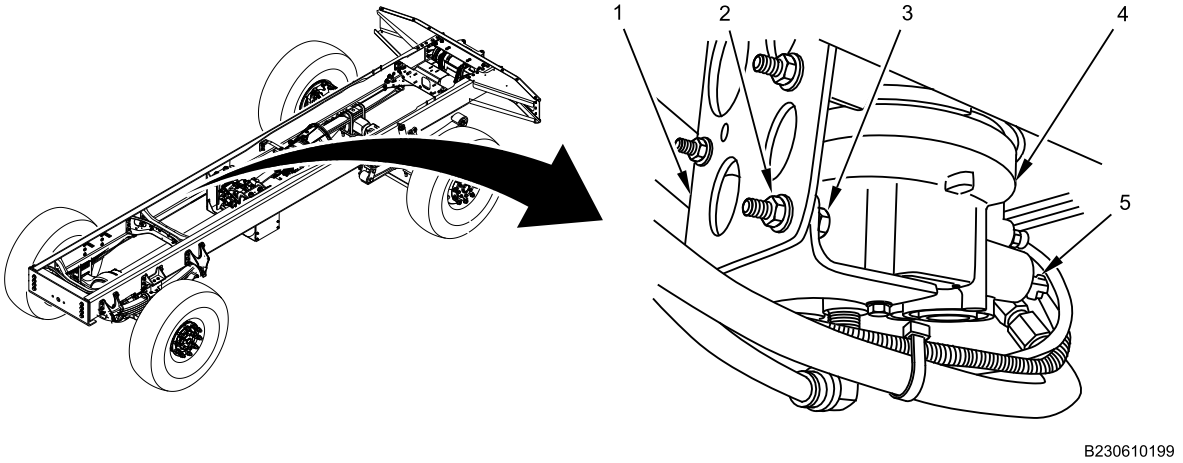

Figure 1. Air Dryer Connector.
1. Disconnect two-pin connector (Figure 1, Item 5) from air dryer (Figure 1, Item 4).
2. Remove four bolts (Figure 1, Item 3) and nuts (Figure 1, Item 2) from air dryer bracket (Figure 1, Item 1). One bolt and nut hidden. Position air dryer (Figure 1, Item 4) aside.